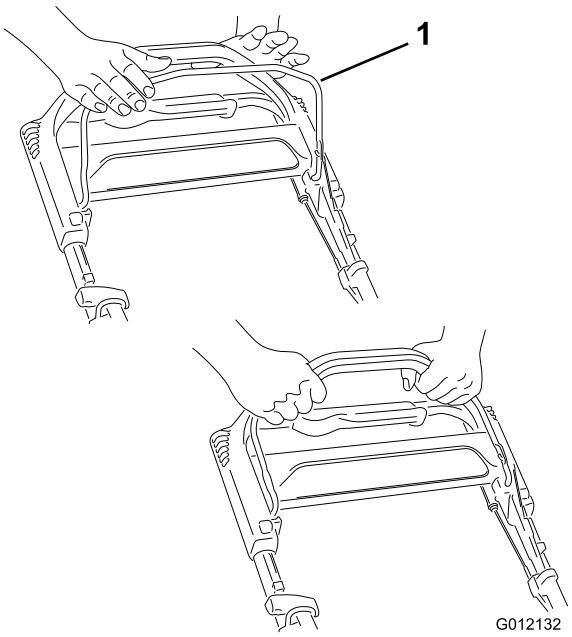

Figur 12
1. Håll knivstyrstången (Figur 12) mot handtaget.